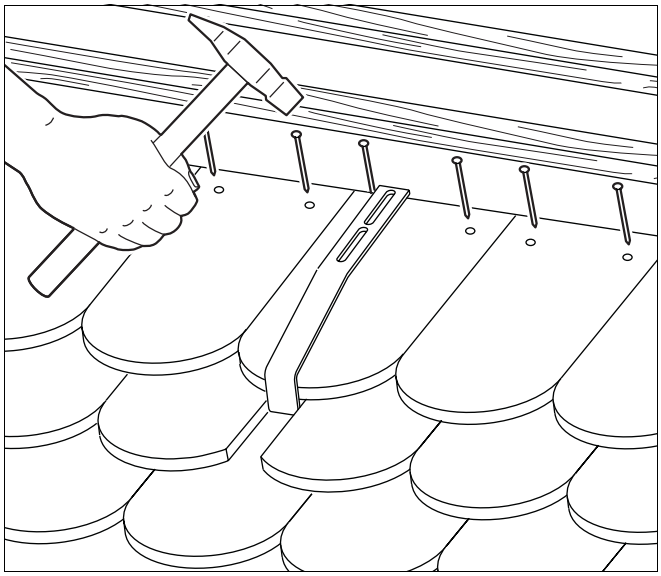

Afb. 27 Tweede rij beverstaartpannen monteren
- Plaats de tweede rij beverstaartpannen (afb. 27) en bevestig ze.